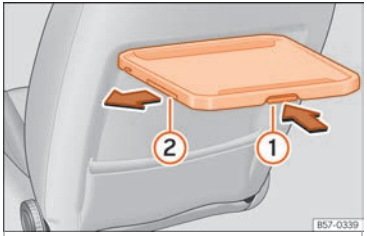

Fig. 140 Siège avant gauche : tablette escamotable avec porte-gobelets.
- Sur la partie inférieure de la tablette ››› **fig. 140** ①, appuyez sur le levier de déverrouillage sans le relâcher.